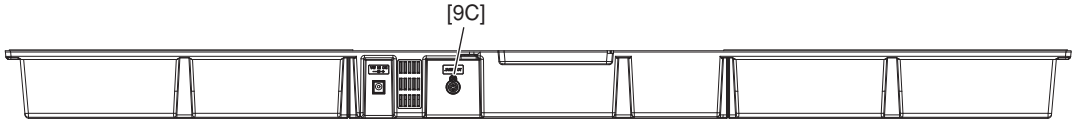

Fig.2
2. Remove the four (4) screws marked [9A]. The DM circuit board can then be removed. (Fig.2)
* ***As for the screw marked [9A] at the location of "A", it is tightened together with a wire clip. (Fig.2)***
2. Remove the six (6) screws marked [9B], and remove the screws marked [9C] at the PEDAL jack section from the back side. The DCPJ circuit board can then be removed. (Fig.2)
2. Remove the two (2) screws marked [9D]. The USB jack assembly can then be removed. (Fig.2)
3. Remove the two (2) screws marked [7C]. The USB circuit board can then be removed. (Fig.2)
2. Remove the four (4) screws marked [11]. The speaker can then be removed. (Fig.2)